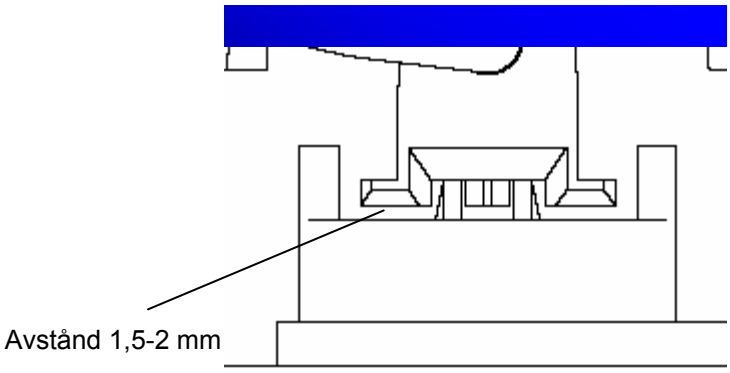

Bild 28 Inställning av stannplanskontakten
a. Kontrollera stannplanskontakten, det är mycket viktigt att båda delarna av kontakten är justerade enligt Bild 28. Rekommenderat avstånd mellan de rörliga delarna är 1,5-2 mm. Kontrollera att de är placerade i linje med varandra, vilket är mycket viktigt för hissens funktion.